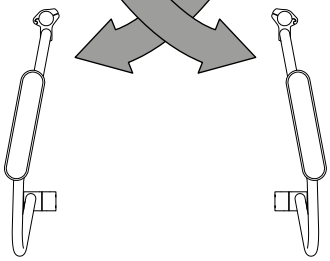

afb. 16
2. Door de abductiekussentjes andersom te plaatsen krijgen de bovenbenen extra ruimte (afb. 16).